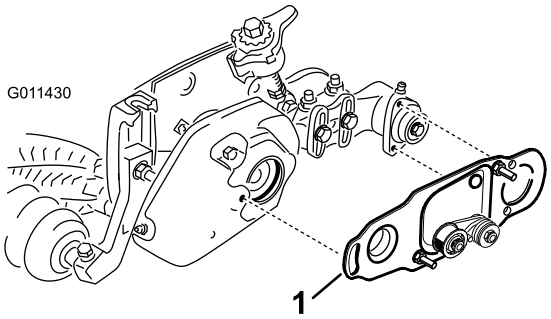

Figuur 46
5. Als een rolborstel wordt geïnstalleerd, zorg dan dat de borstelplaat (Figuur 46) parallel is aan de zijplaat van het het maaidek en volledig in de rubberen pakkingsringen zijn geplaatst.